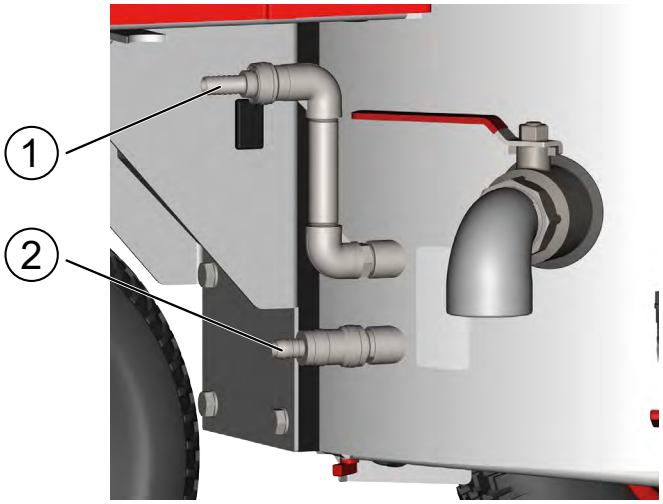

Bild 20: Wasserzulauf und Wasserablauf
3. Schließen Sie den Schlauch für den Wasserablauf ① an (siehe „Bild 20: Wasserzulauf und Wasserablauf" auf Seite 37).
4. Schließen Sie den Schlauch für den Wasserzulauf ② an siehe „Bild 20: Wasserzulauf und Wasserablauf" auf Seite 37).